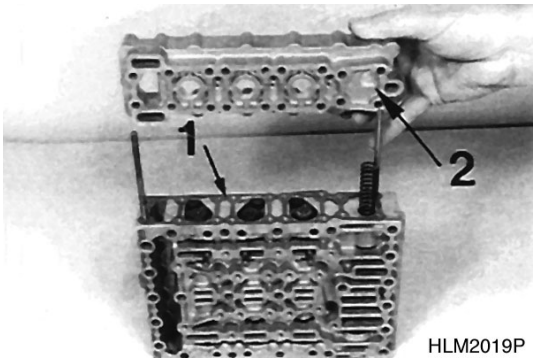
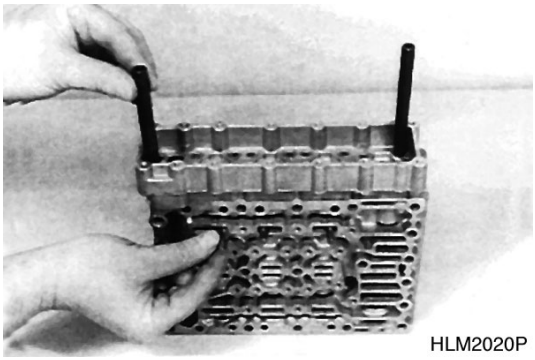

Figure 92
Figure 93
4. Assemble gasket (1, Figure 92) and housing cover (Figure 92). Position housing cover uniformly, using adjusting screws, until contact is obtained and remove cylindrical pins (assembly aid) again (Figure 93).
NOTE: *Install recess Ø 15.0 mm (0.5906 in) (2, Figure 92), facing spring of pressure reducing valve.*